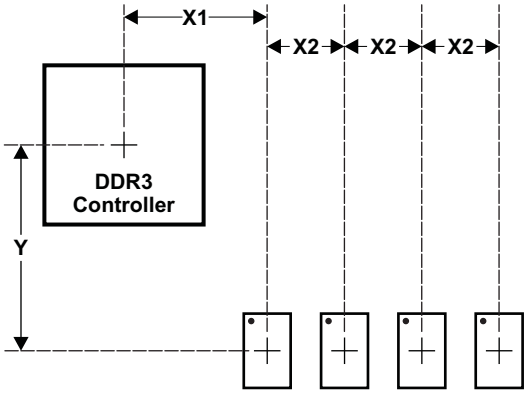
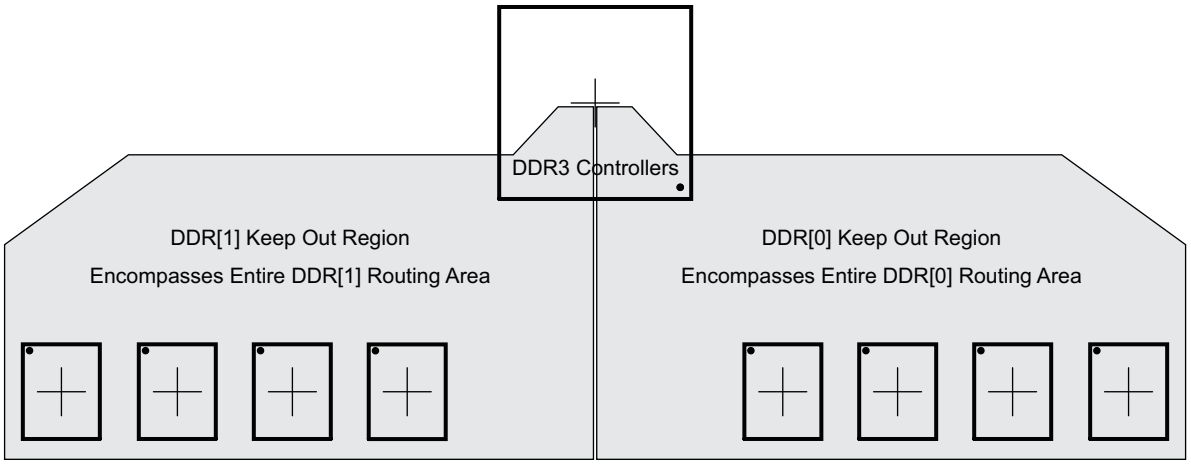

Figure 8-57. Placement Specifications
Figure 8-58. DDR3 Keepout Region
Figure 8-57 shows the required placement for the processor as well as the DDR3 devices. The dimensions for this figure are defined in Table 8-69. The placement does not restrict the side of the PCB on which the devices are mounted. The ultimate purpose of the placement is to limit the maximum trace lengths and allow for proper routing space. For a 16-bit DDR memory system, the high-word DDR3 device(s) are omitted from the placement.
(1) For dimension definitions, see Figure 8-57.
(2) Measurements from center of processor to center of DDR3 device.
(3) Minimizing X1 and Y improves timing margins.
(4) w is defined as the signal trace width.
(5) Non-DDR3 signals allowed within DDR3 keepout region provided they are separated from DDR3 routing layers by a ground plane.
(6) If a device has more than one DDR controller, the signals from the other controller(s) are considered non-DDR3 and should be separated by this specification.
The region of the PCB used for DDR3 circuitry must be isolated from other signals. The DDR3 keepout region is defined for this purpose and is shown in Figure 8-58. The size of this region varies with the placement and DDR routing. Additional clearances required for the keepout region are shown in Table 8-69. Non-DDR3 signals should not be routed on the DDR signal layers within the DDR3 keepout region. Non-DDR3 signals may be routed in the region, provided they are routed on layers separated from the DDR signal layers by a ground layer. No breaks should be allowed in the reference ground layers in this region. In addition, the 1.5-V DDR3 power plane should cover the entire keepout region. Also note that if there is more than one DDR controller, the signals from each controller need to be separated from each other by the specification in Table 8-69, item 5. Each DDR controller should have its own DDR keepout region.
Figure 8-58 is an example of a processor with two DDR controllers. Processors with a single DDR controler will have only one DDR keepout region. Each DDR controller should have its own keepout region.